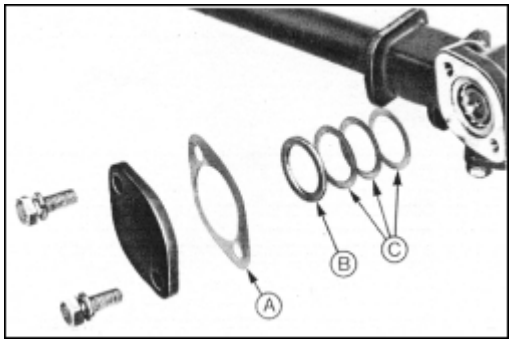

Abb. 3 A = Dichtung
7. Ritzellagerdeckel entfernen und Dichtung auflegen, Abb.3.